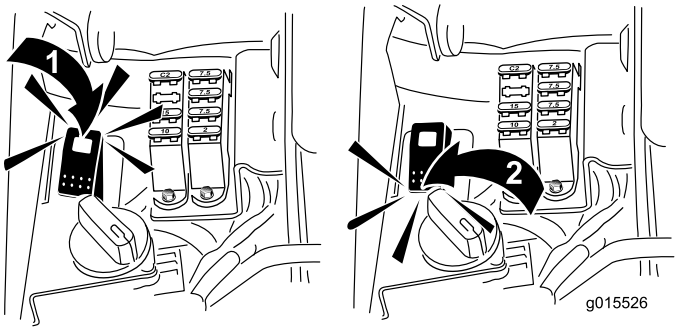

Figur 59
5. Drej baglapningskontakten til tilbagepositionen (R) (Figur 59).